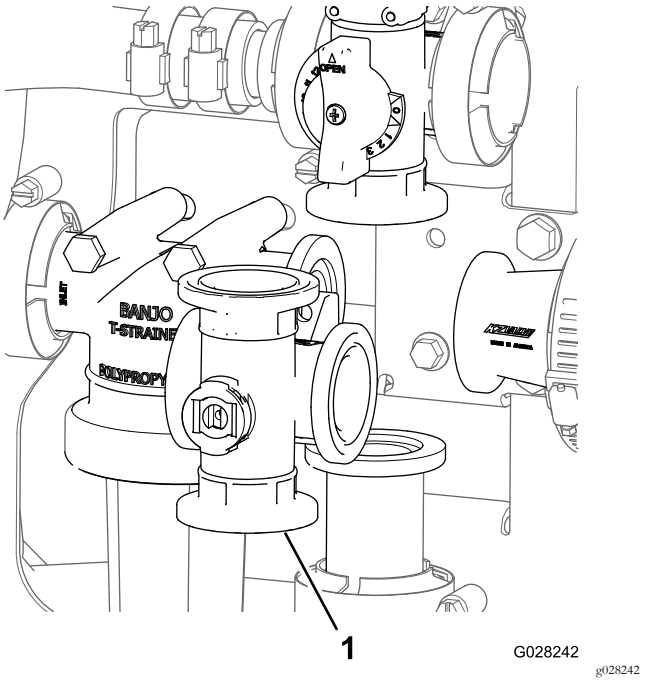

Figura 135
2. Retire el distribuidor de la válvula de agitación de la máquina (Figura 135).